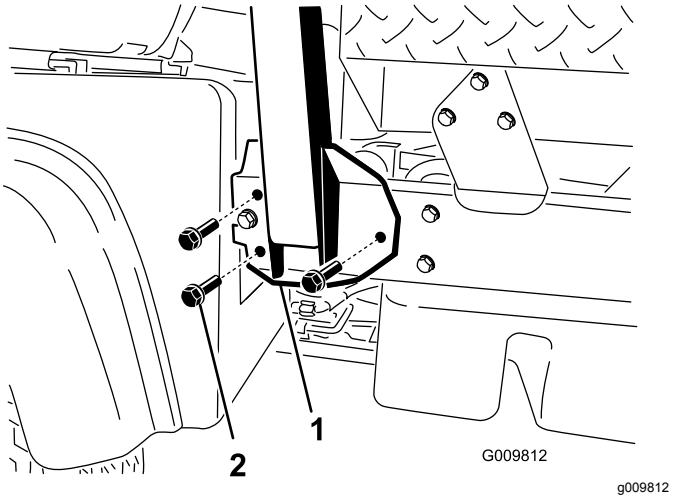

**Figuur 4**
1. Lijn de zijden van de rolbeugel uit met de montageopeningen aan weerszijden van de machine zoals afgebeeld in Figuur 4.